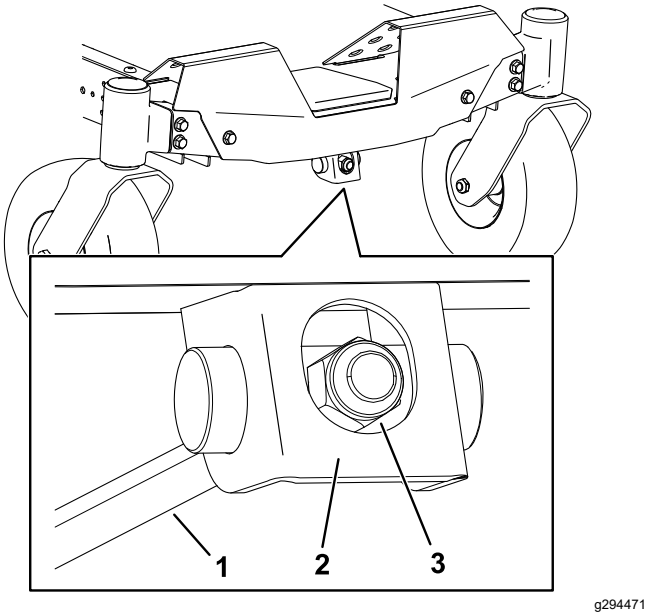

Figur 71
1. Roter justeringsmutteren foran på gressklipperen (Figur 71).